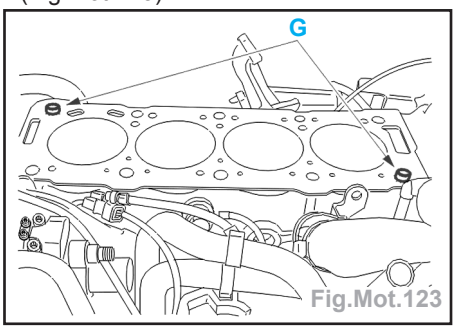

Fig.Mot.123
- Vérifier la présence des goupilles (G) (Fig.Mot.123).